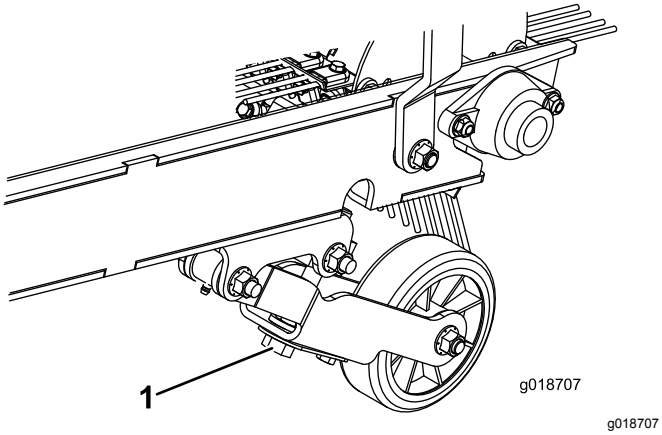

Figura 10
2. Rode o parafuso de ajuste da profundidade até o ancinho entrar ligeiramente em contacto com parte superior do relvado. Se tiver instalado uma vassoura, o contacto ligeiro deve ser à superfície. Quando a vassoura estiver a trabalhar, a superfície de contacto deve ser de cerca de 25 mm em todo o comprimento da vassoura (Figura 10).